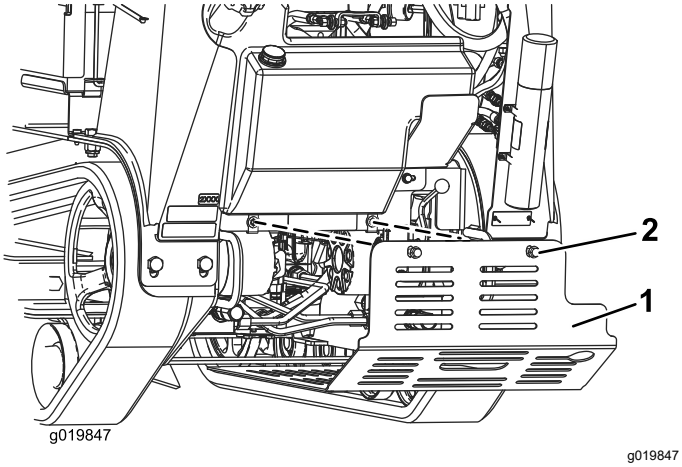

Figur 25
3. Lossa en i taget av bottenskyddets 2 skruvar tills skyddet kommer loss (Figur 25).
5. Montera skyddet innan du använder maskinen genom att skjuta in bottenskyddet i maskinen så att det vilar på alla fyra flikarna och fäst den med de två skruvarna som du lossade tidigare (Figur 25).